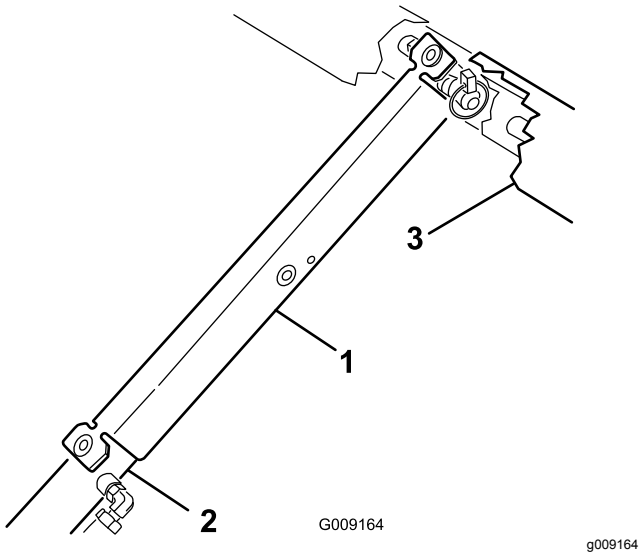

Figur 29
3. Skub ladstøtten ned over cylinderstangen, og sørg for, at tapperne på støtteenden hviler på cylinderløbets og cylinderstangens respektive ender (Figur 29).